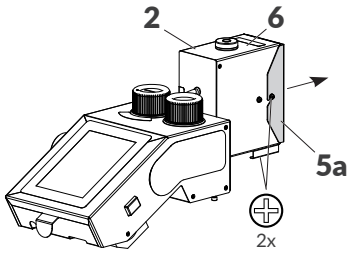

Rys. 14.
6. Za pomocą wkrętaka krzyżakowego poluzuj dwa wkręty (patrz ***Rys. 14***) mocujące pokrywę uszczelniającą **5a**.